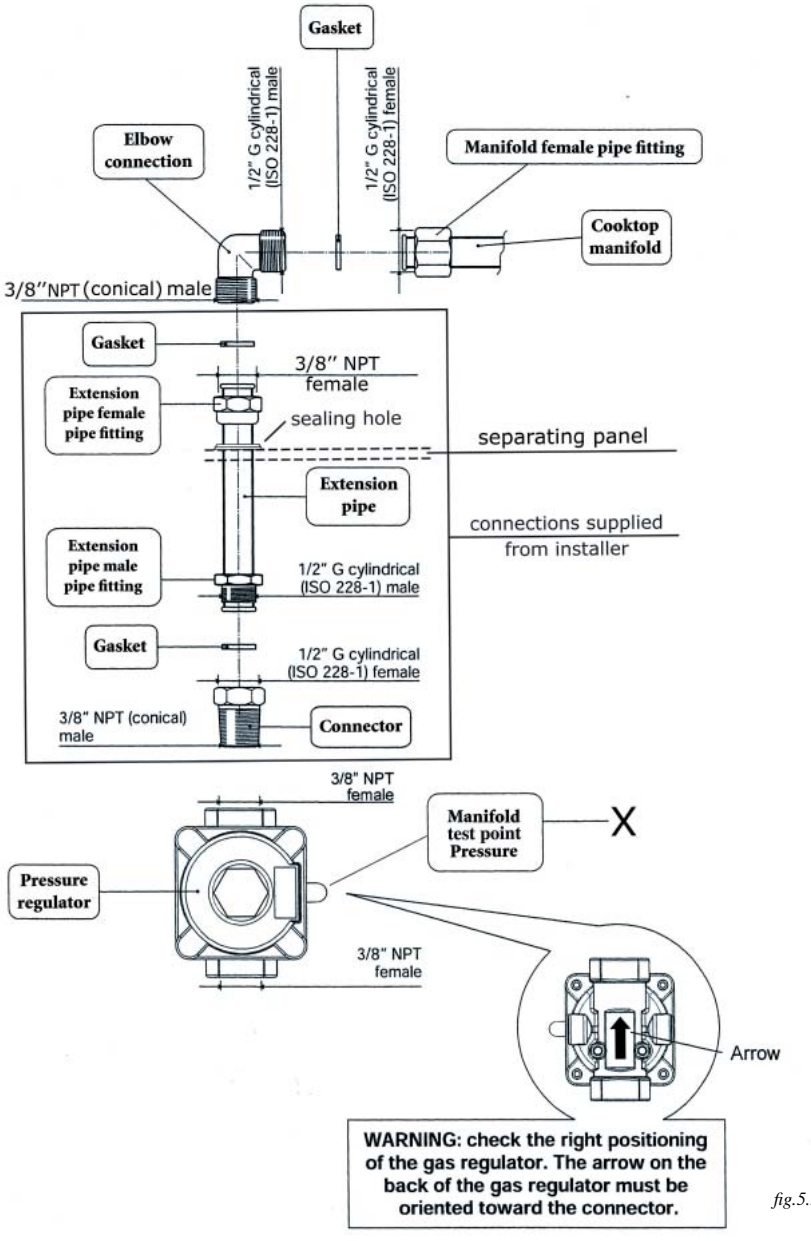

fig.5.2
2. Pressure Regulator (figures 5.2)
d) Manifold pressure should be checked with a manometer; NATURAL gas requires 5,0”W.C.P. and LP/PROPANE requires 10,0” W.C.P. (see Figure 5.2-X)